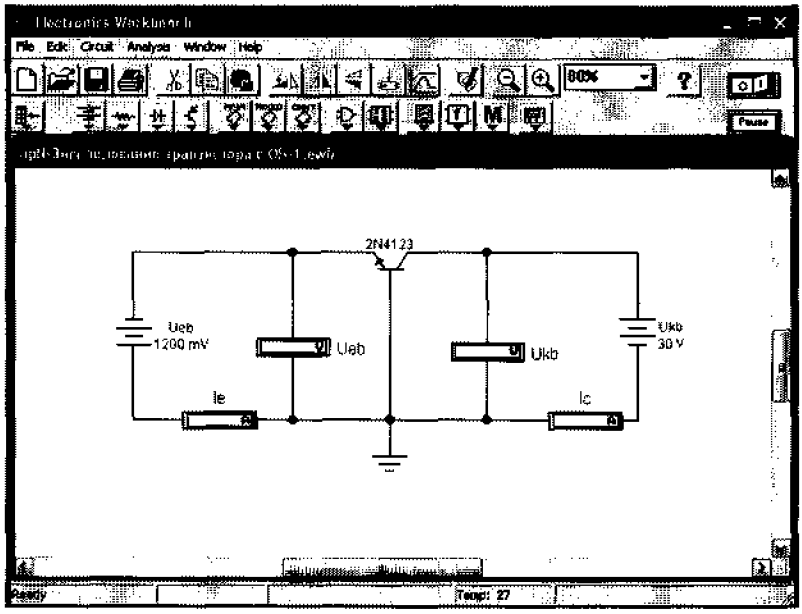

Рис. 7. Схема для исследования входных характеристик транзистора с ОБ
4.1. На схеме (рис. 7) навести курсор на источник постоян ного
4,3На схеме (рис. 7) наведите курсор на источник постоян ного напряжения (батарею). U_{eb} ($U_{эб}$). В появившемся диало говом окне **Battery Properties** (свойства батареи) в меню **Value** (параметр) установите значение 100 мВ и нажмите кнопку **ОК** диалогового окна. Значение I_e ($I_Э$) для данного напряжения за несите в таблицу 6.